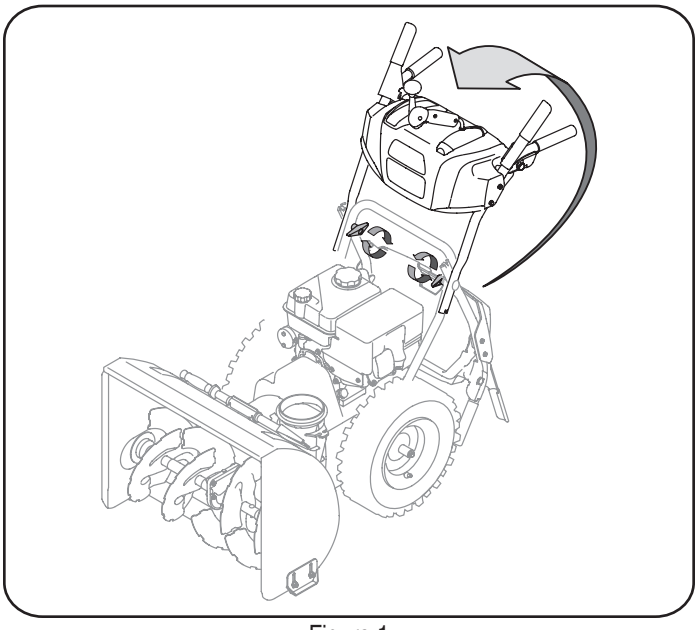

Figura 1
a. Coloque la palanca de cambios en la posición de avance (F) 6.
b. Tire hacia arriba y hacia atrás de la manija superior, tal y como se muestra en la figura 1. Cuando usted levanta el mango hacia arriba, asegúrese que ambos finales del cable de centro son colocados correctamente en los soportes. Alinee la manija superior con la manija inferior.